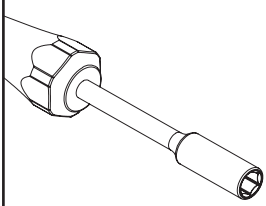
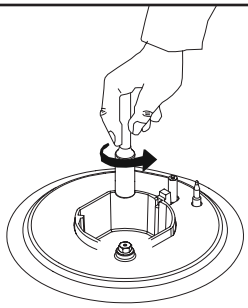

Figura 2
Figura 3
2. Com o auxílio de uma chave de fendas (7 mm) com a ponta conforme mostrado na figura 2, retirar o injetor rodando o mesmo (Ver figura 3).